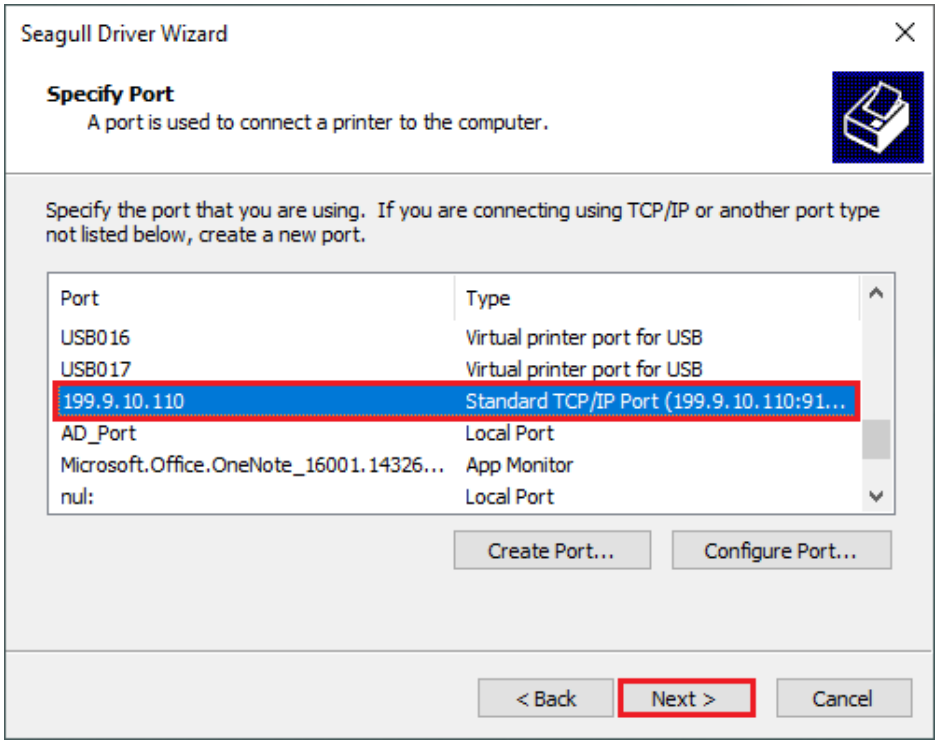

Figure 2-39 Specify Port Screen
9. Return to the "Specify Port" screen, select the TCP/IP Port that has been added, and click "Next", as shown in Figure 2-39.